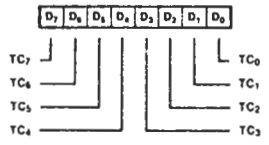

**Figure 6. Time Constant Word**
**Time Constant Programming.** Before a channel can start counting it must receive a time constant word from the CPU. During programming or reprogramming, a channel control word in which bit 2 is set must precede the time constant word to indicate that the next word is a time constant. The time constant word can be any value from 1 to 256 (Figure 6). Note that $00_{16}$ is interpreted as 256.